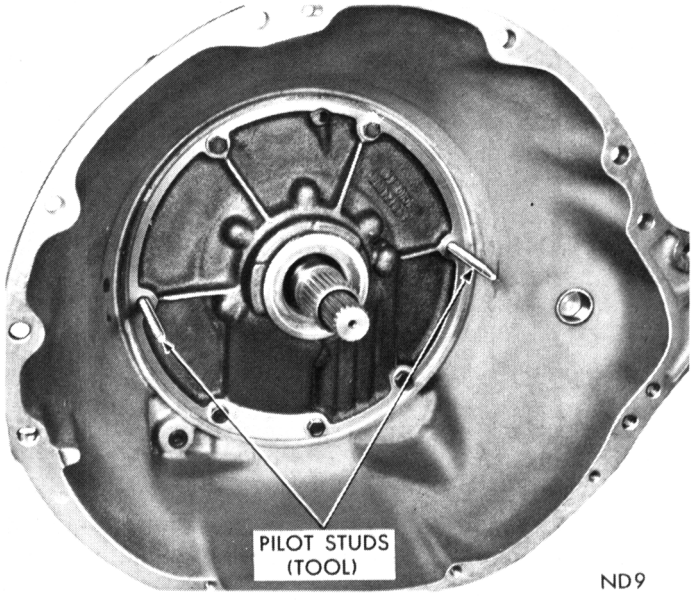

Fig. 101—Installing Pump and Reaction Shaft Support Assembly
(1) Screw two pilot studs, Tool C-3288 in pump opening in the case (Fig. 101). Install a new gasket over the pilot studs.
(2) Place a new rubber seal ring in the groove on